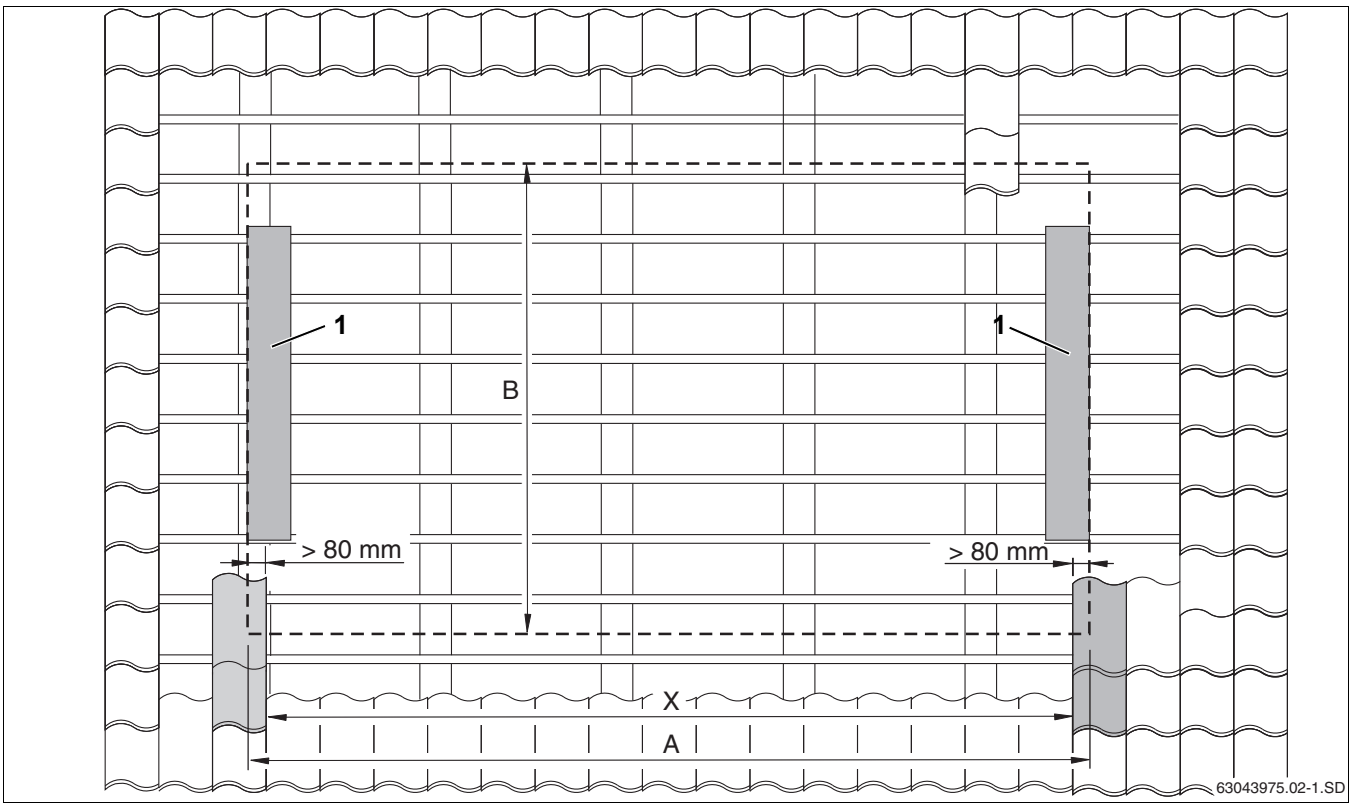

Рис. 8 Определение точного положения поля коллекторов
- Определите и отметьте на крыше размер X (расстояние между черепицами, лежащими на боковых накладных листах, Рис. 8, [1]).
- Установите самый нижний ряд черепицы учетом размера B (рис. 8) (рис. 8, [2]).